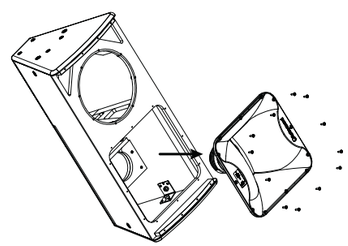

Fig. 4
5. ホーンをエンクロージャーに固定しているホーン固定ネジを外し、ホーンとコンプレッションドライバーアセンブリを持ち上げます（図 4）。（サービスまたは交換に必要な場合は、圧縮ドライバーからケーブルを外し、後で再接続できるように極性をメモしておきます。）
11. ホーン固定ネジを元に戻し、締めてホーンをエンクロージャーに固定します（図 4）。